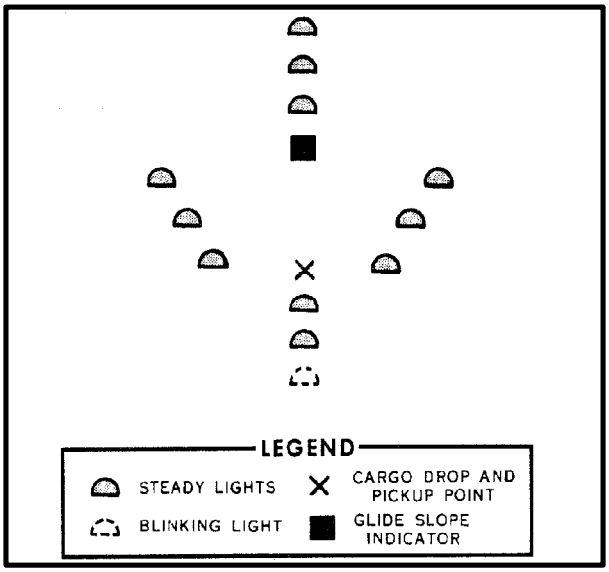

*Figure 4-15. GAIL System*
**i. Glide Angle Indicator Light (GAIL).** (USMC) The GAIL system is used whenever possible (Figure 4-15). The GAIL is positioned to project its beam along the preferred direction of approach. The glide path angle must provide clearance over the highest obstacle along the avenue of approach. Glide path angles from 3 to 8 degrees are common and acceptable. Angles greater than 8 degrees are considered too steep and could cause difficulty in maintaining the aircraft on the glide path. Since the GAIL has a narrow beam width, assist the pilot in finding it by placing additional lights in the landing site. Remember, the preferred direction of approach is into the wind. However, when the landing site size does not allow the glide path to be directed into the wind without exceeding 8 degrees, the GAIL system should be shifted left or right to a glide path of less than 8 degrees. Ap-